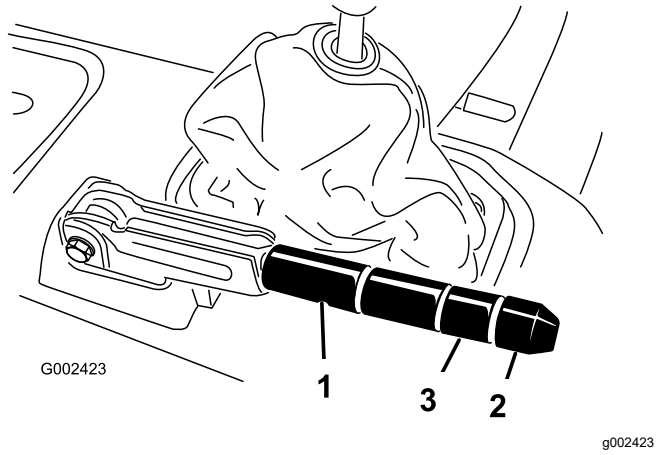

**Figur 64**
2. Lossa ställskruven som fäster ratten på parkeringsbromsspaken (Figur 64).